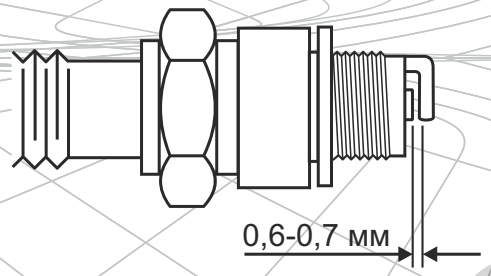

Рис. 30
4. Используя специальный щуп, измерьте зазор между электродами свечи (если необходимо, выставьте зазор 0,60 – 0,70 мм, осторожно подгибая боковой электрод) (см. рис. 30).